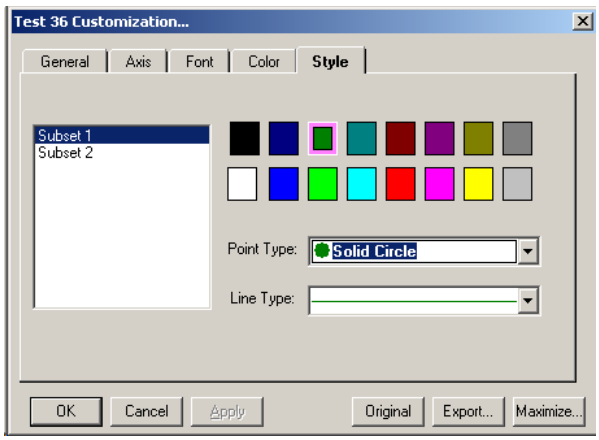

Figure 5-51. Customization Dialog Box—Style Tab
- **Style Tab**—use the Style tab for control of subset color, subset line type, and subset point type. Subset 1 = line type, and Subset 2 = data point. See Figure 5-51.